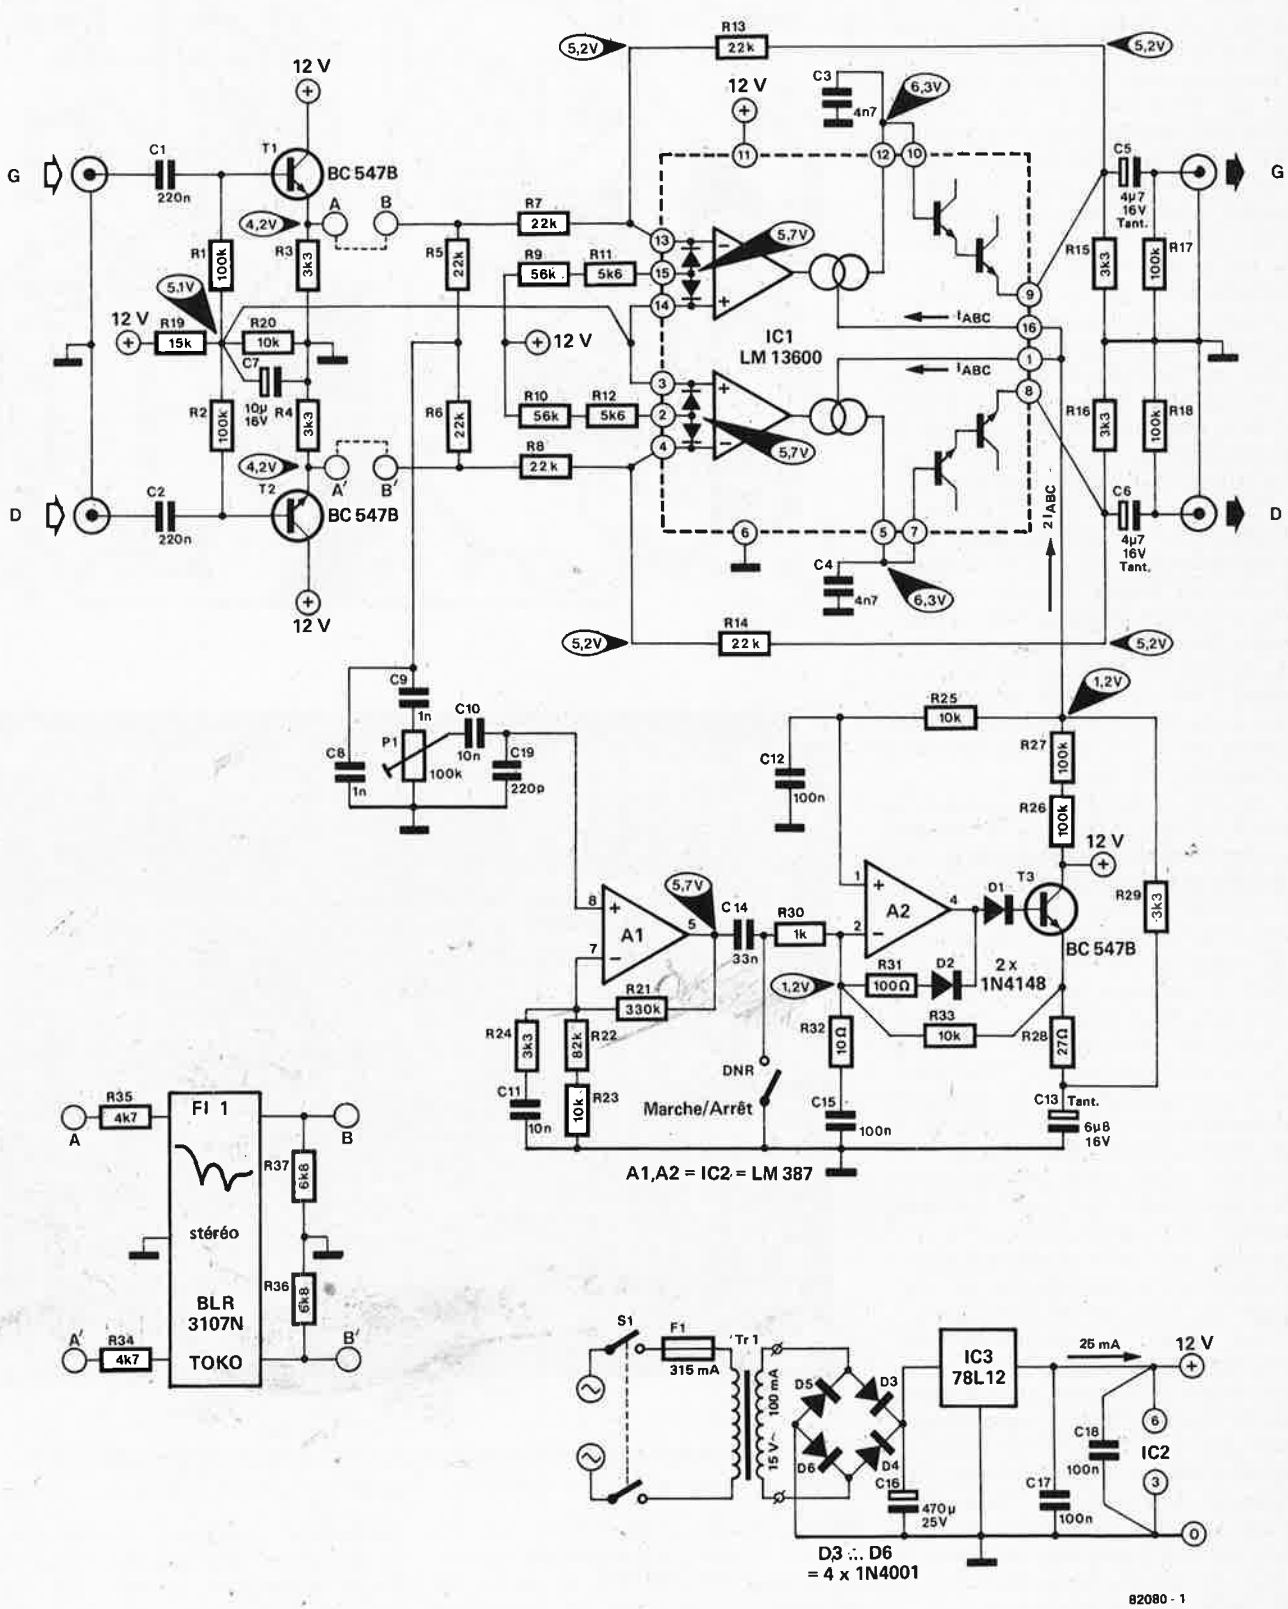

Figure 1. Le schéma du DNR.
référence, vous avez pu assouvir votre soif de connaissances et vous documenter sur les antécédents du DNR. C'est la raison pour laquelle nous ne nous attardons pas au paysage et passons directement à l'étude du schéma de la figure 1. Celui-ci se rapproche beaucoup d'une application que National Semiconductor avait publié à l'époque pré-LM 1894.
Un courant destiné à améliorer la linéarité de l'étage d'entrée est envoyé aux deux entrées des deux OTA, par l'intermédiaire d'une résistance-série, (R9 . . . R12). Il nous faut en effet nous rappeler, qu'un OTA n'est plus ni moins qu'un étage de différentiation dont le courant de collecteur est égal à la moitié du courant de commande I_{ABC}. Mais un étage de différentiation de cette sorte est facilement saturé; c'est pourquoi on trouve nombre de montages pour lesquels le signal d'entrée de l'OTA est le résultat d'une importante division de tension. Cela n'est pas nécessaire dans l'application qui nous intéresse. Pourquoi? Tout simplement parce que dans notre cas, l'OTA ne sera pas saturé aussi rapidement. Le schéma de substitution du filtre de bruit dynamique est fort simple. c'est un filtre RC comprenant une résistance (R) mise entre l'entrée et la sortie, et un condensateur, (C), connecté entre la sortie et la masse. La dynamique du filtre se camoufle dans la constante de temps RC, variable, et donc dans la fréquence de coupure variable. Ainsi donc, plus le filtrage est important, plus est élevée la tension aux bornes de la résistance R. Il est facile de démontrer que, dans le circuit de la figure 1, cela correspond au courant traversant respectivement C3 et C4. Le courant connaît un maximum qui dépend de I_{ABC}.